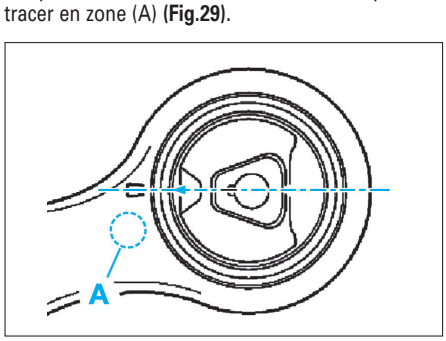

Fig. 29
• Repérer le bras de traction à l'aide d'une pointe à tracer en zone (A) **(Fig.29)**.